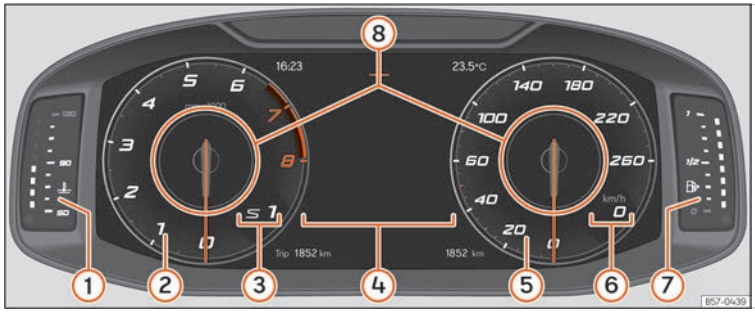

Fig. 4 SEAT Digital Cockpit en el tablero de instrumentos (vista clásica).
En todas las vistas se tiene la posibilidad de personalizar la información que aparece en **Perfiles de información** ››› fig. 4 ⑧.
Las agujas de revoluciones por minuto y velocímetro aparecen en toda su longitud ››› fig. 4.